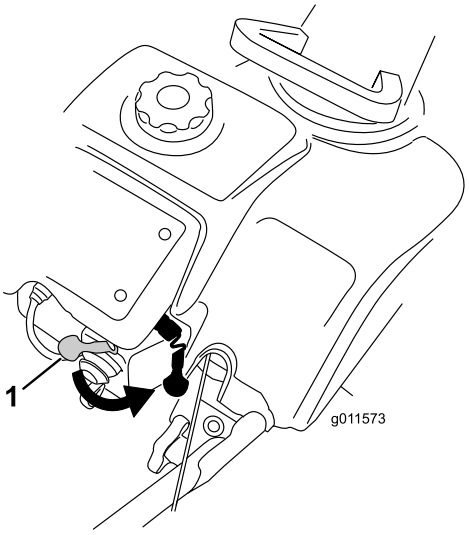
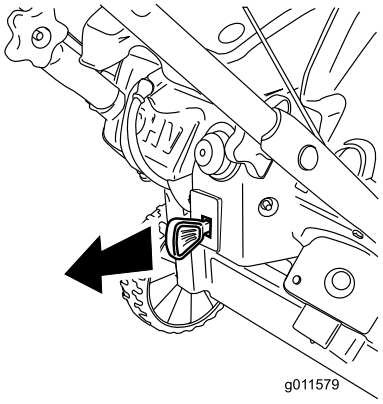

Figur 16
Figur 22
2. Flytta chokereglaget helt åt höger (Figur 16).
Stoppa maskinen, dra startnyckeln utåt tills den klickar in i det avslagna läget (Figur 22) eller flytta choken helt till höger (Figur 16).